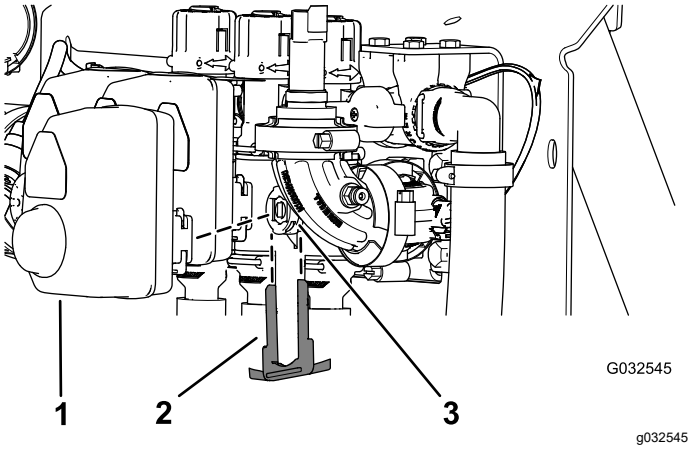

Figure 124
2. Remove the retainer that secures the actuator to the manifold valve for the section valve or agitation valve (Figure 124).